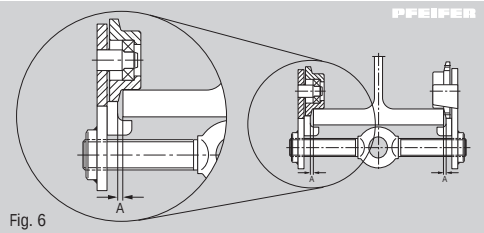

Fig. 6
6. Rotate the cross bar again to set the correct spacing „A“ between the wheels and the beam flange (Table 1, Fig. 6).